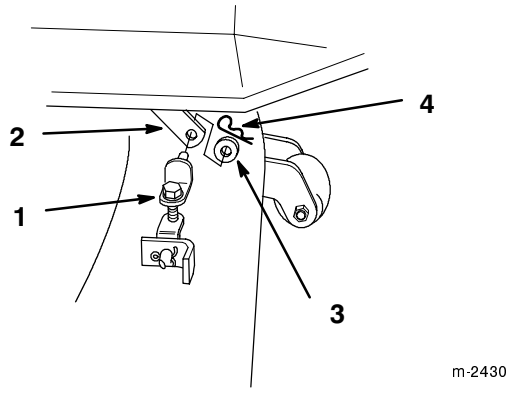

Abbildung 12
4. Den kleinen Haarnadelsplint und die Unterlegscheibe vom vorderen Justiergelenk und vom vorderen Hubarm entfernen (Abb. 12).